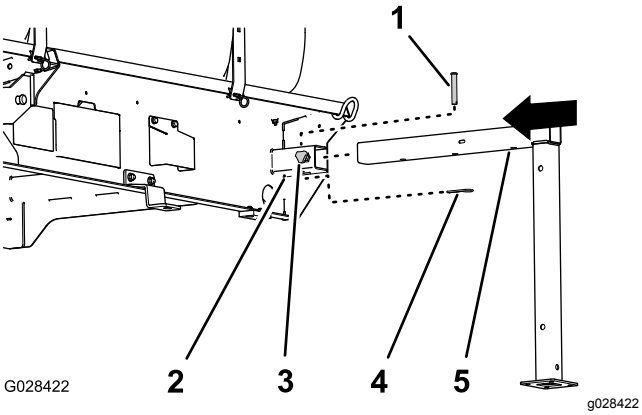

Figur 130
1. Rett inn den fremre jekkstøtten med jekkstøttemottakeren foran på tanken (Figur 130).
2. Skyv jekkstøtten inn i mottakeren helt til det midtre hullet på det horisontale jekkstøtterøret er justert med hullet på toppen av mottakeren (Figur 130).
4. Skru en låseknott inn i mottakeren, og stram til knotten for hånd (Figur 130).